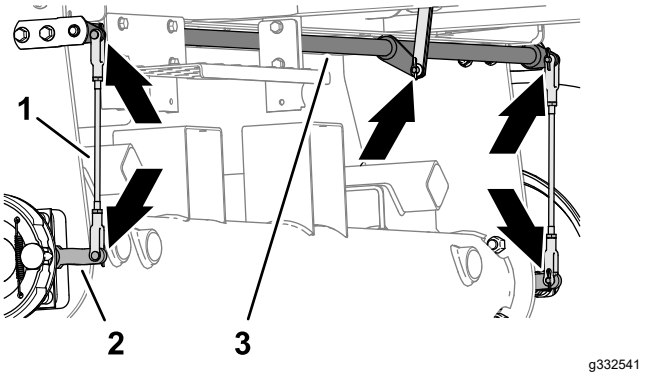

**Figur 71**
1. Kontrollera om det finns skador eller slitage på den vänstra eller högra bromsstångsenheten (Figur 71).
2. Kontrollera om det finns skador eller slitage på bromsvridaxeln (Figur 71).